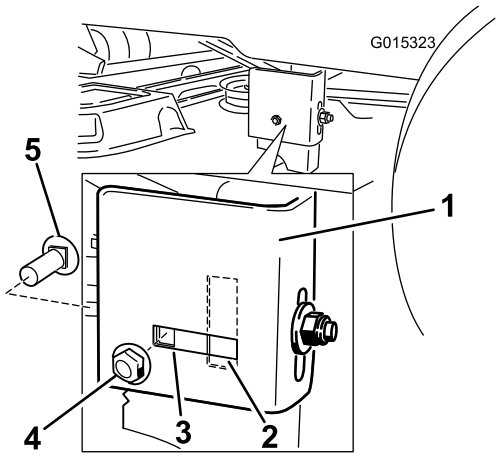

Figur 59
7. Förflytta dig till maskinens vänstra sida. Ta bort sidovagnskruven och -låsmuttern från det låsta läget och montera dem i det bakre, skårade läget (Figur 59).